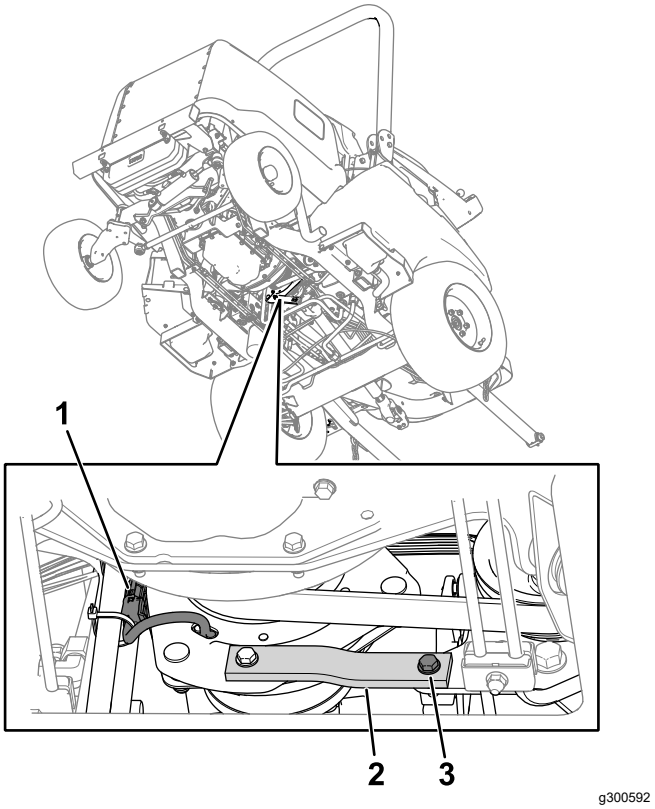

Figura 75
2. Desenchufe el conector del arnés de cables del embrague del arnés de cables de la máquina (Figura 75).
3. Retire el perno, la arandela y la tuerca de las correas de metal y goma (Figura 75) del bastidor.